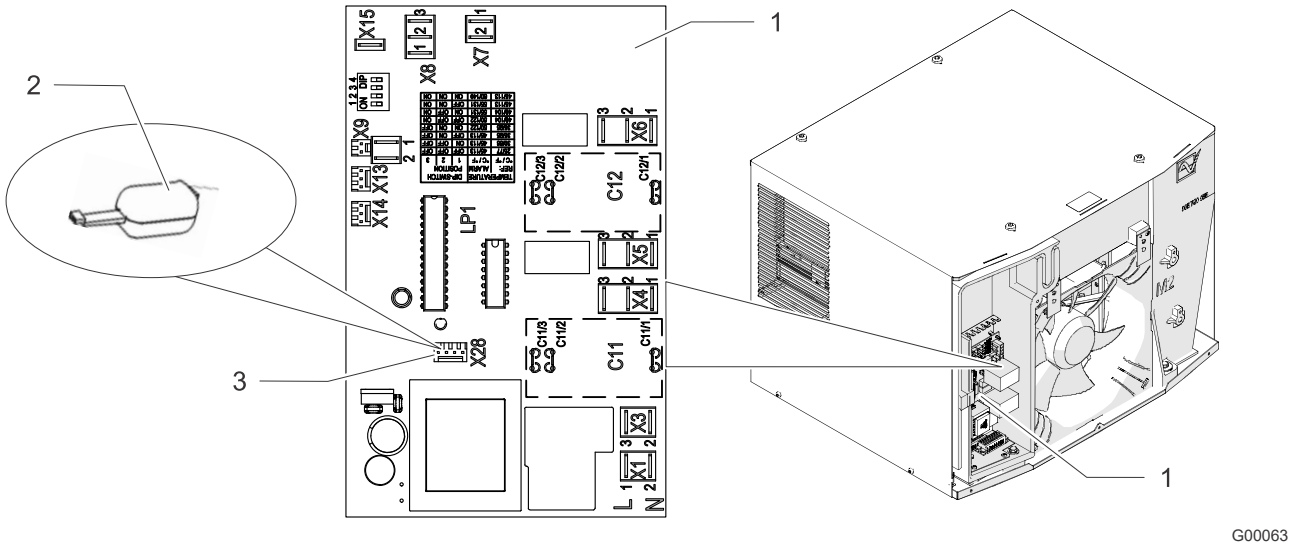

Рис. 27: Сервисный интерфейс
- Присоединение для USB-адаптера (Рис. 27, Поз. 2) отмечено на электрической схеме X28 (Рис. 27, Поз. 3) идентифицирующим обозначением.
1. Снять переднюю панель, см. раздел «Подготовка устройства– снять переднюю панель», Страница 37. Доступна плата контроллера (Рис. 27, Поз. 1) с сервисным интерфейсом X28 (Рис. 27, Поз. 3).
2. Подключить USB-адаптер (Рис. 27, Поз. 2) к сервисному интерфейсу X28.